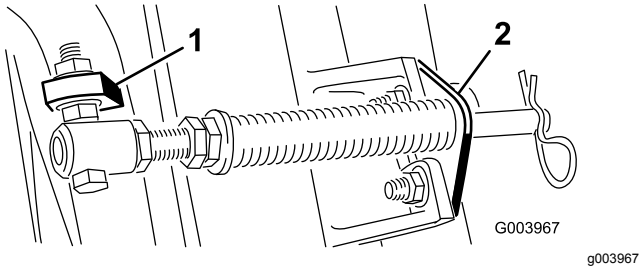

Figura 6
Nota: Posicione a cabeça do parafuso para o lado exterior do separador como se mostra na Figura 6.
D. Monte o suporte da barra nos separadores da unidade de corte com os parafusos de carroçaria e as porcas (Figura 6).